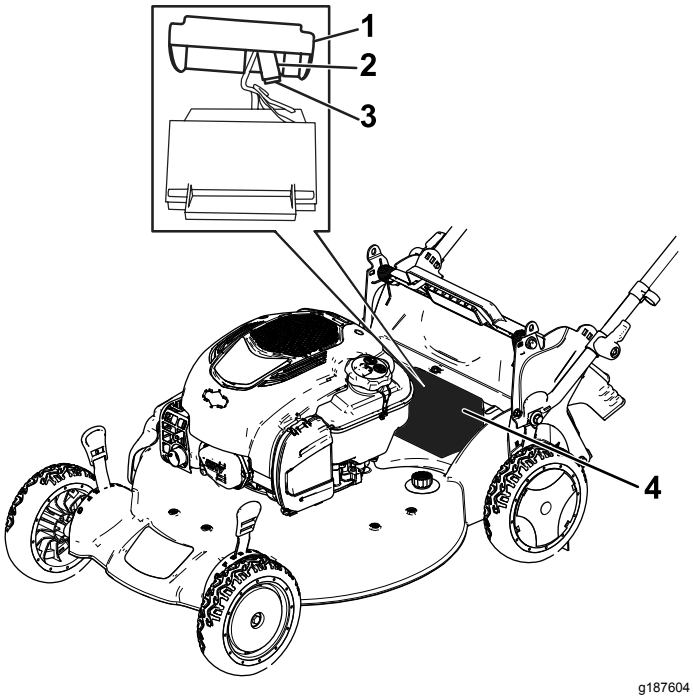

Figur 36
1. Ta bort batterifackshöljet (Figur 36).
2. Dra ut batteriet och leta reda på säkringen (Figur 36).
3. Byt säkringen i hållaren (Figur 36).
4. Montera kåpan över batterifacket (Figur 36).